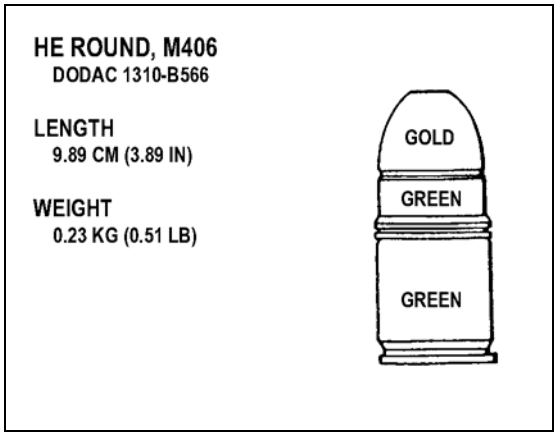

Figure 3-11. HE round.
(2) ***High-Explosive Round***. The HE round has an olive drab aluminum skirt with a steel projectile attached, gold markings, and a yellow ogive (Figure 3-11). It arms between 14 and 27 meters, produces a ground burst that causes casualties within a 130-meter radius, and has a kill radius of 5 meters.